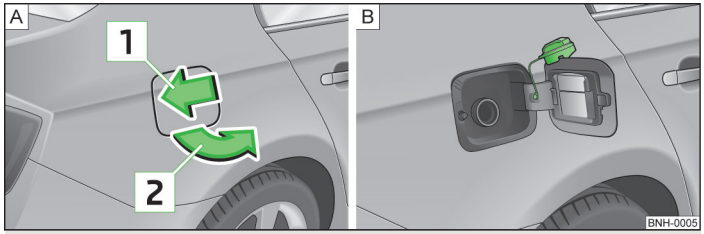

Fig. 95 **Right rear side of the vehicle: Fuel filler flap/fuel filler flap with cap unscrewed**
The correct type of fuel for your vehicle and the tyre size and inflation pressure are specified on the inside of the fuel filler flap » Fig. 95 - B.
A scraper » Fig. 95 - B to remove snow and ice from the windows and mirrors is located on the inside of the fuel filler flap » page 119, *De-icing windows and exterior mirrors*.
- Press on the fuel filler flap in the direction of the arrow 1 » Fig. 95.
- Unscrew the filler cap by turning it to the left and place the cap onto the top of the fuel filler flap » Fig. 95 - B.